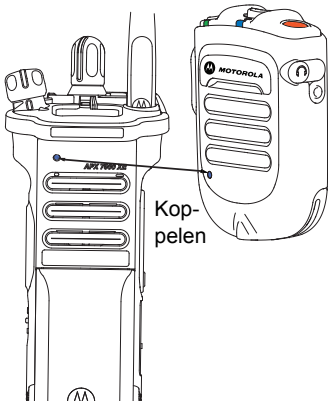

Afbeelding 2.10: Uw WRSM koppelen
2. Plaats de blauwe stip (beveiligde koppeling) op de WRSM binnen 2,5 cm van de blauwe stip (beveiligde koppeling) op de radio. Zie Afbeelding 2.10.